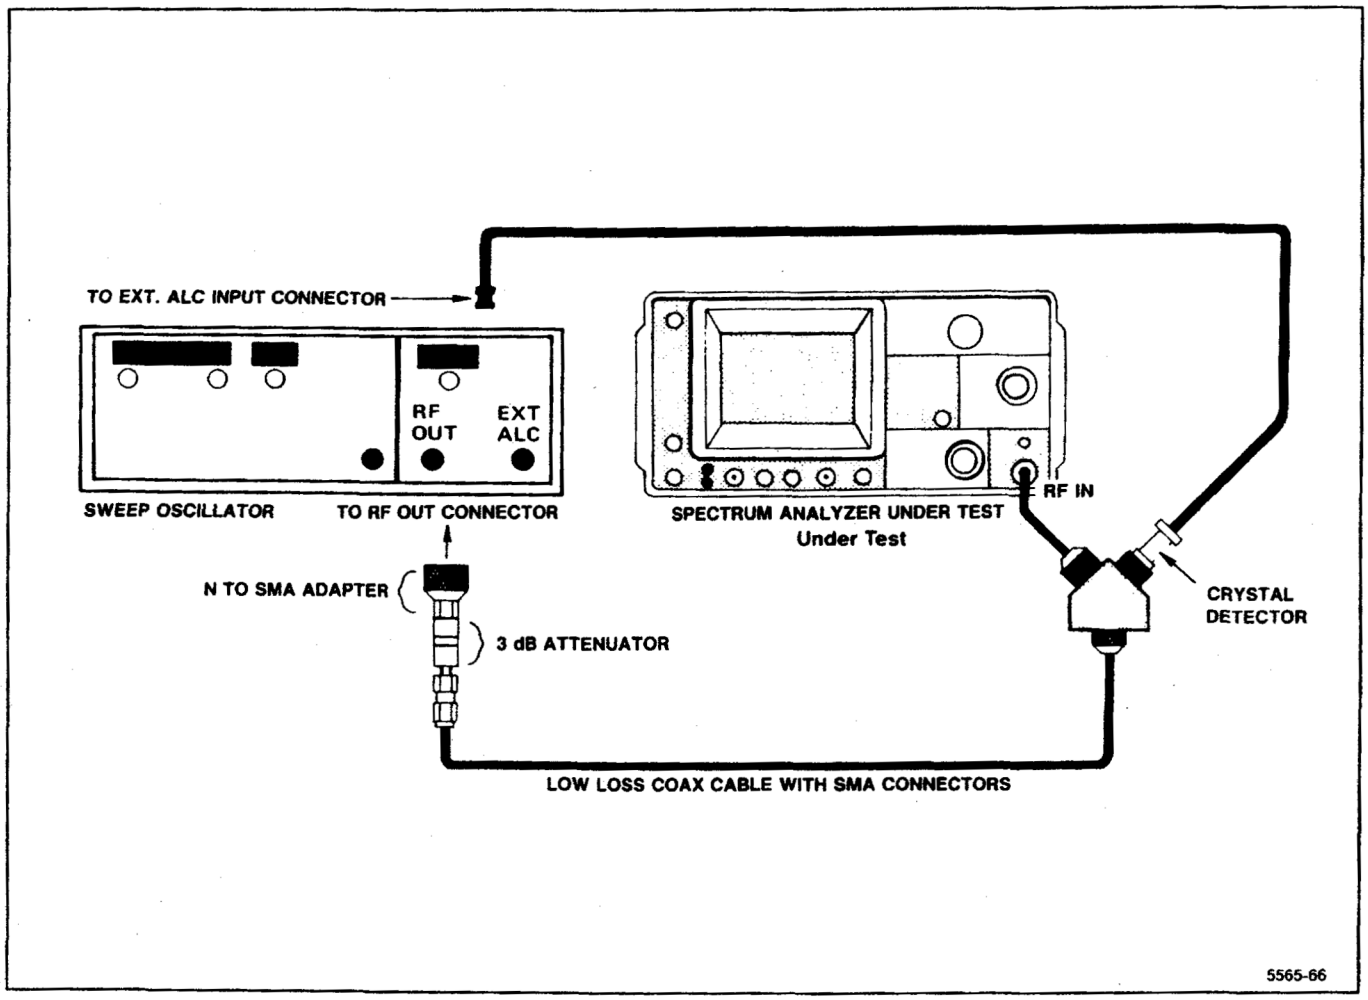

Figure 4-11. Test equipment setup for measuring 0.01 GHz to 21 GHz frequency response.
(3) Set the CAL AMPL adjustment for 5 divisions on the Spectrum Analyzer display. This is the 100 MHz reference. Activate SAVE A to save the reference.
(4) Connect the test equipment as shown in Figure 4-11.
(5) Set the sweep oscillator controls for a cw output that matches the SAVE A display (output frequency of 100 MHz and an output amplitude of approximately −20 dBm).
(6) Deactivate SAVE A. Reset the CENTER FREQUENCY to 500 MHz, and SPAN/DIV to 100 MHz, and activate MAX HOLD.
(7) Reset the sweep oscillator controls for a sweep output from 0.01 GHz—1 GHz. Enable single sweep on the sweep oscillator.
(8) Check that amplitude deviation from the 100 MHz reference does not exceed ±2.5 dB.
(9) Make a note of the highest and lowest peaks for later comparison.
(10) Deactivate MAX HOLD, and repeat parts 6 through 10 for a CENTER FREQUENCY of 1.5 GHz (1 GHz to 1.8 GHz).
(11) Calculate the halfway point between the highest and the lowest peak from the peak data noted in parts 9 and 10.
(12) Check that swept frequency flatness is within ±1.5 dB in Band 1.
(13) Switch the Spectrum Analyzer to Band 2 (<Blue-SHIFT> BANDΔ), CENTER FREQUENCY to 2.7 GHz, and SPAN/DIV to 200 MHz.
(14) Reset the sweep oscillator controls for a sweep output from 1.7 GHz—3.7 GHz. Enable single sweep on the sweep oscillator.